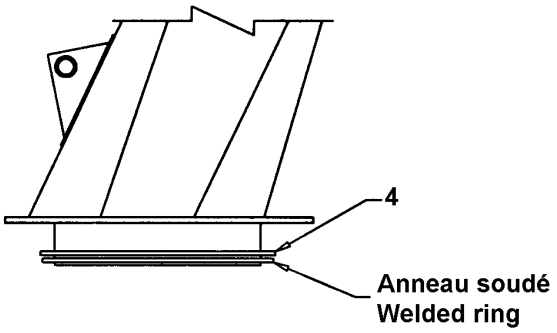

Figure 2b
1. Place a rotation bushing (item 4) on the housing, placing the joint of the bushing in the middle of the welded support (item 3). Install the other rotation bushing as shown on Figure 2b.
2. Install the chute on the rotation bushing already in place on the housing. Make sure that the joints of both bushings are in the middle of the welded support (item 3) and push the chute all the way in the support (item 3).
3. Place the chute support (item 5) on the housing and insert two 1/2" x 3 1/4" bolts (item 9) to join the two supports. Push the chute support until you are able to insert the the 5/8" x 1 1/2" bolts (item 6), the 5/8" lockwashers (item 7) and the 5/8" nuts (item 8).